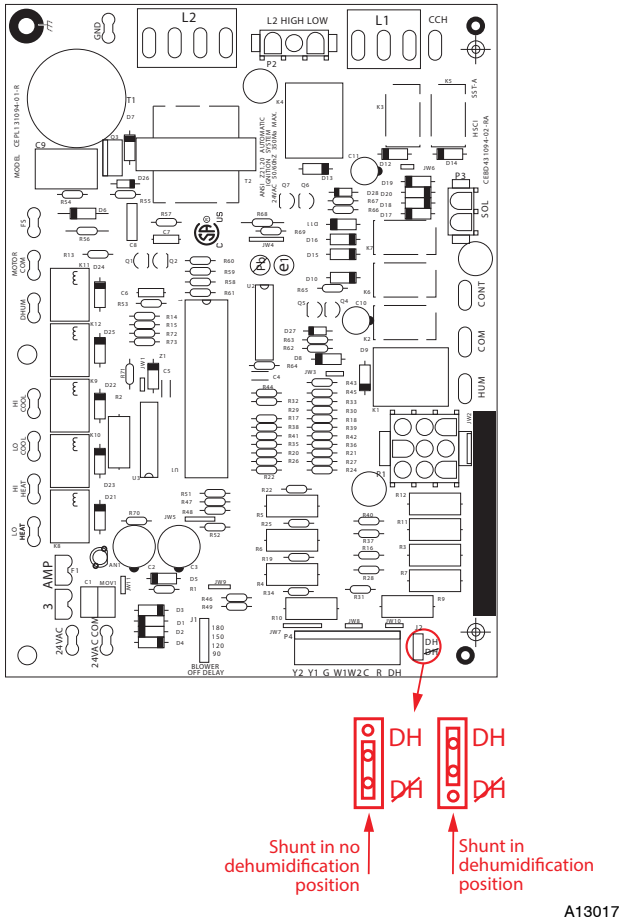

**Fig. 21 - Interface Fan Board (IFB) 208/230 VAC Models**
**Low Stage Gas Heating (208/230 VAC models):** Table 13 and 14 show the suitability of each speed for a given external static pressure for low stage gas heating. Any speed/static combination that is outside the rise range is marked "NA" and must not be used. The unit must operate within the low stage gas heat rise range printed on the rating plate. Connect the chosen fan speed wire to "LO HEAT" connection on the IGC Board (see Fig. 21).
**High Stage Gas Heating (208/230 VAC models):** Table 13 and 14 show the suitability of each speed for a given external static pressure for high stage gas heating. Any speed/static combination that is outside the rise range is marked "NA" and must not be used. The unit must operate within the high stage gas heat rise range printed on the rating plate. Connect the chosen fan speed wire to "HI HEAT" connection on the IGC Board (see Fig. 21).
**Low Stage Cooling (All models):** Using Tables 16, 17, and 18, and the nominal airflow for low stage cooling (Table 1) find the external static pressure drops for wet coil, economizer, and filter, and add them to dry coil measured on the system. Using this total static pressure, use Table 13 or 14 (208/230 VAC models) and Table 15 (460 VAC models) to find the airflows available at the total static pressure. For 208/230 VAC models, connect the chosen fan speed wire to "LO COOL" connection on the IGC Board (see Fig. 21). For 460 Vac models, connect the chosen fan speed wire to "LOW" connection on the IFB (see Fig. 22).
**High Stage Cooling (All models)**Using Tables 16, 17, and 18, find the external static pressure drops for wet coil, economizer, and filter, and add them to dry coil measured on the system. Using this total static pressure, use Table 13 or 14 (208/230 VAC models) and Table 15 (460 VAC models) to find the airflows available at the total static pressure. The speed chosen must provide airflow of between 350 to 450 CFM per ton of cooling. For 208/230 VAC models, connect the chosen fan speed wire to "HI COOL" connection on the IGC Board (See Fig. 21). For 460 VAC models, connect the chosen fan speed wire to "HIGH" connection on the IFB (see Fig. 22).
**High Stage Enhanced Dehumidification Cooling (208/230 VAC Models):** Using the total static pressure for selecting the high stage cooling speed, use Table 13 or 14 to find lower speed/airflows available at that total static pressure. All airflows highlighted in Table 13 and 14 are acceptable for Dehum speed. The speed chosen must provide airflow of between 320 to 400 CFM per ton of cooling. For 208/230 VAC models, connect the chosen fan speed wire to "DHUM" connection on the IGC Board (see Fig. 21).
To activate the high stage enhanced dehumidification cooling mode, the shunt jumper in Fig. 21 must be moved from the No DH to DH selection (See Fig. 21, close up).